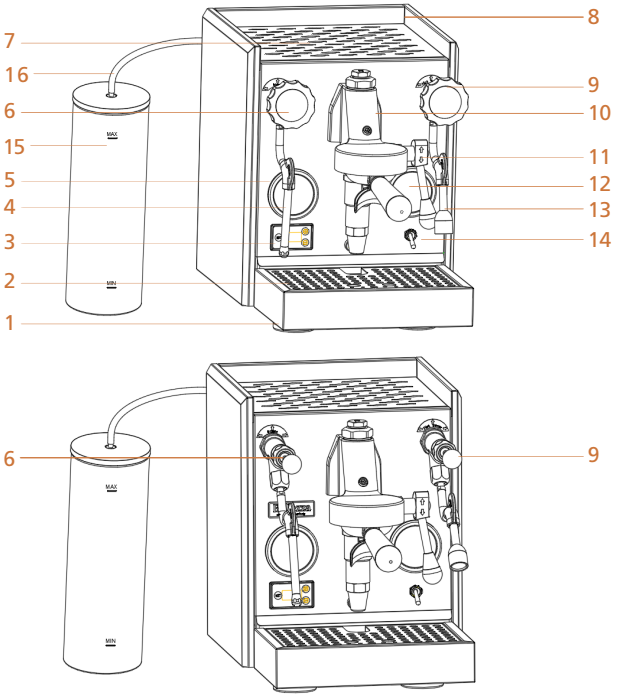

Fig. 2: Overview: Francesca (above), Francesca Leva (below)
1. Open the cover (Fig. 2: 16) and remove the water tank.
3. Switch the machine on using the on / off switch (Figure 2: 14).
↳ The display (Fig. 2: 3) shows the current boiler temperature. When the machine is switched on while it is still cold, this corresponds approximately to room temperature.
5. Place one or two cups (depending on the desired cover) under the portafilter and tilt the cover lever (Fig. 2: 11) upwards by approx. 90 °.